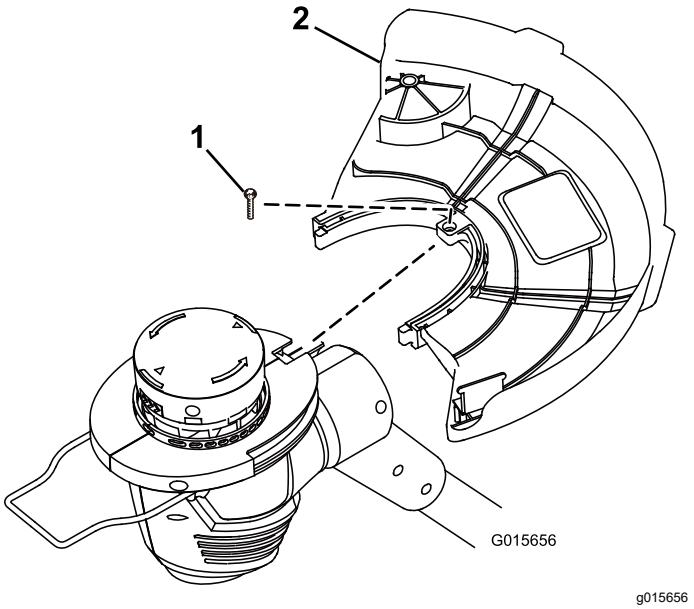

Figure 2
1. Glissez le déflecteur sur la base de la débroussailleuse, comme illustré à la Figure 2.